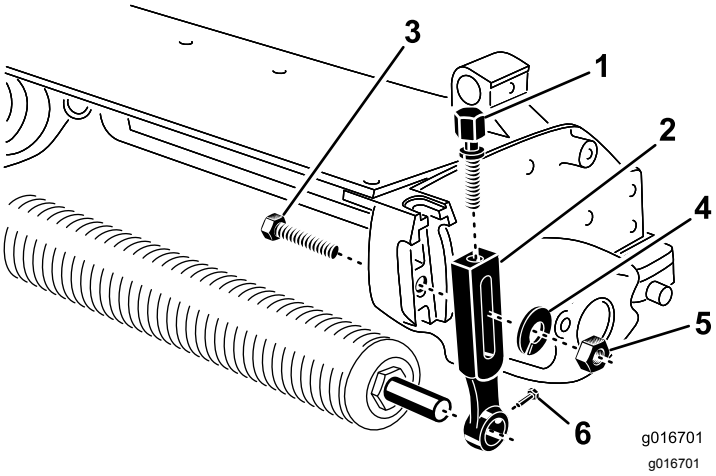

Bild 1
1. Entfernen Sie die Senkschraube, Scheibe und Mutter, mit denen einer der Schnitthöhenarme an der Seitenplatte des Mähwerks befestigt ist (Bild 1).
2. Lösen Sie die Rollenbefestigungsschrauben in den Schnitthöhenarmen (Bild 1).
3. Schieben Sie die Schnitthöhenarme von der Rollenwelle (Bild 1).